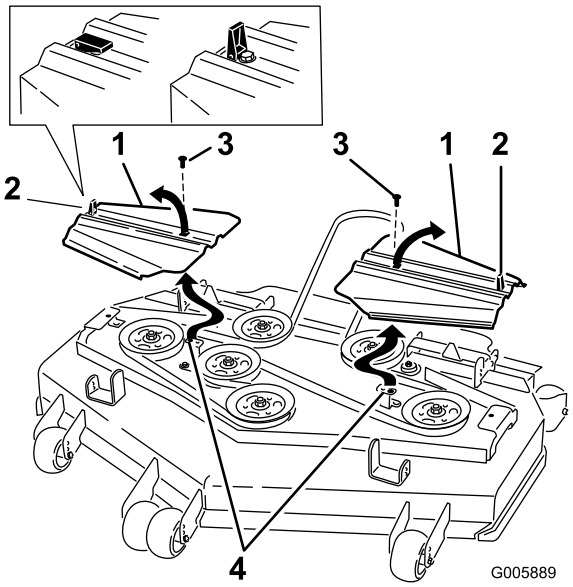

**Figuur 52**
12. Plaats de drijfriemkappen met de lippen in de sleuven. Monteer de schroeven en maak de sluitingen vast (Figuur 52).